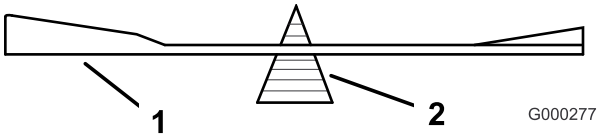
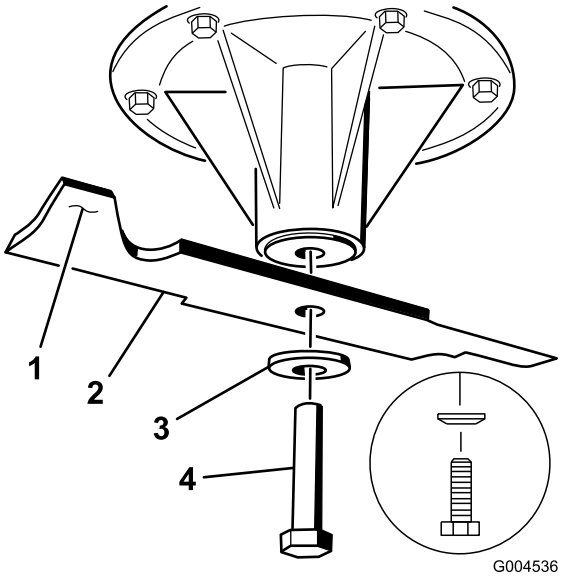

**Figuur 82**
**Figuur 83**
2. Verwijder de mesbout, de veerschijf en het mes van de spilas (Figuur 83).
2. Controleer de balans van het mes met een mesbalans (Figuur 82). Als het mes horizontaal blijft, is het in balans en geschikt voor gebruik. Als het mes niet in balans is, moet u wat metaal afvijlen van het uiteinde van de vleugel (Figuur 83). Herhaal dit indien nodig totdat het mes in balans is.
1. Monteer het mes op de as (Figuur 83).
2. Monteer de klemring en de mesbout. De conus van de klemring moet worden gemonteerd op de boutkop (Figuur 83). Draai de mesbout vast met een torsie van 115–149 Nm.